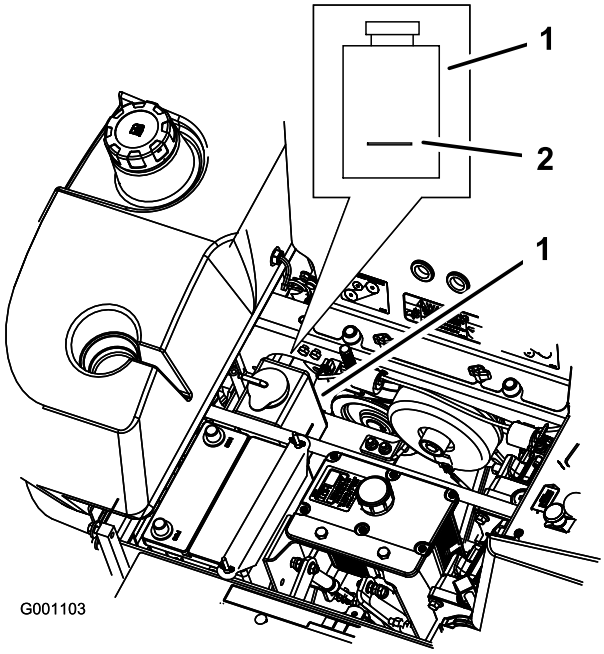

Figuur 55
3. Als de motor is afgekoeld, controleert u het peil van de overloopfles. De vloeistof moet tot aan de verdikking op de buitenkant van de overloopfles staan (Figuur 55).
4. Als het peil van de koelvloeistof te laag is, moet u de overloopfles bijvullen met een mengsel dat half uit antivries/Dex-Coolr® en half uit water bestaat (Figuur 55).
5. Vul de fles met dit mengsel tot aan de streep op de fles (Figuur 55).